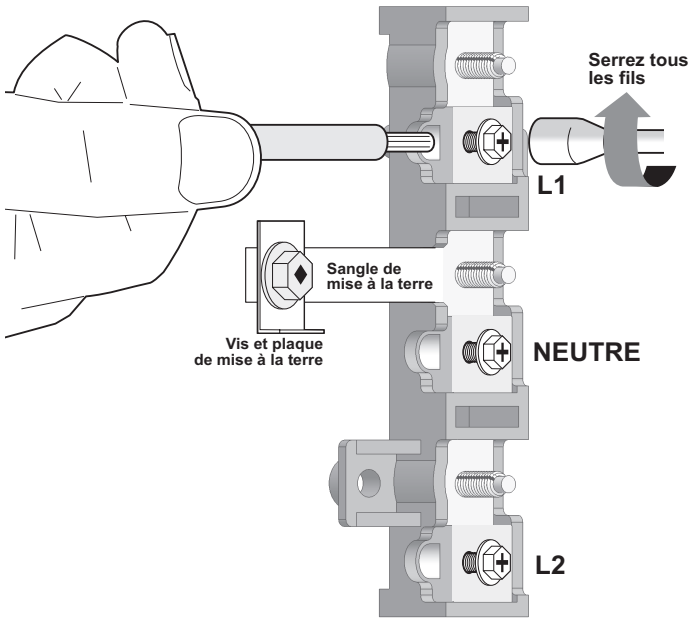

Fig. 16
1. Dénudez les extrémités du câblage permanent pour la ligne 1, la ligne 2, le neutre (dénudez également le fil de terre sur les connexions à 4 fils). Serrez tous les fils conducteurs au bornier (Suivez les emplacements des fils illustrés à la Fig. 16). REMARQUE IMPORTANTE : NE DESSERREZ PAS les connexions à écrou installées en usine qui fixent le câblage de la cuisinière au bornier. Une panne électrique ou une perte de connexion électrique peut se produire si ces écrous sont desserrés ou retirés.